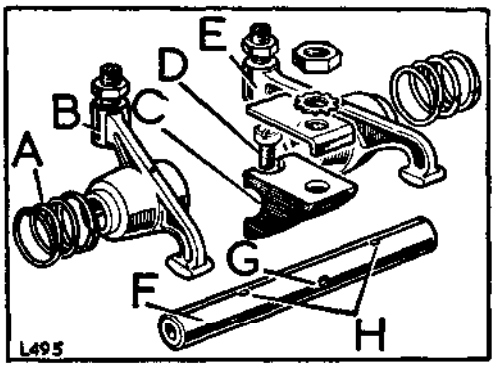

**Fig. A3-71. Arrangement of top rocker assembly showing front shaft**
8. Replace the complete top rocker shaft assembly and fixings. Fig. A3-71 refers.